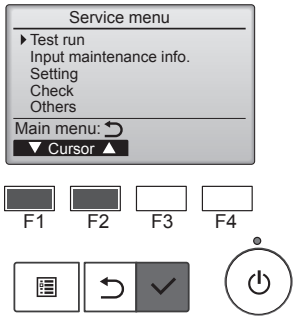

Fig. 7-3
③ F1 veya F2 düğmesi ile "Test run" (Test çalıştırma) öğesini seçin ve ☑ düğmesine basın. (Fig. 7-3)